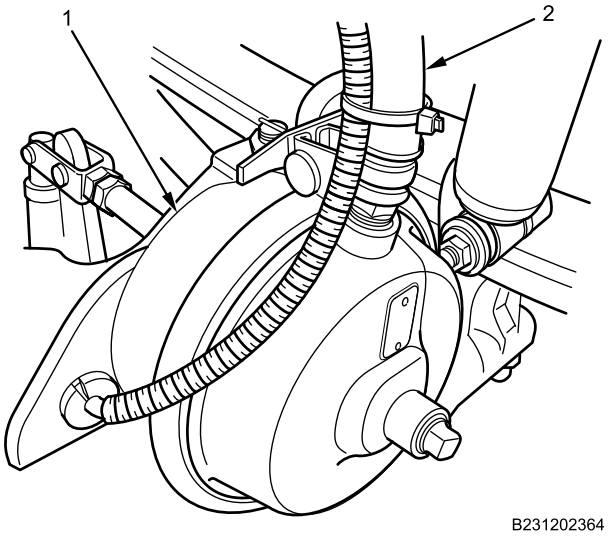

Figure 2. Front Brake Chamber.
3. Remove service brake hose (Figure 2, Item 2) from brake chamber (Figure 2, Item 1).